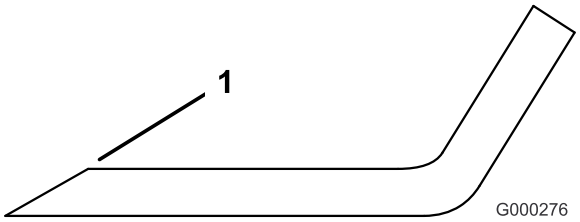

Figuur 93
1. Gebruik een vijl om de snijranden aan beide uiteinden van het mes te slijpen (Figuur 93). Houd daarbij de oorspronkelijke hoek in stand. Het mes blijft in balans als u van beide snijranden dezelfde hoeveelheid materiaal verwijdert.